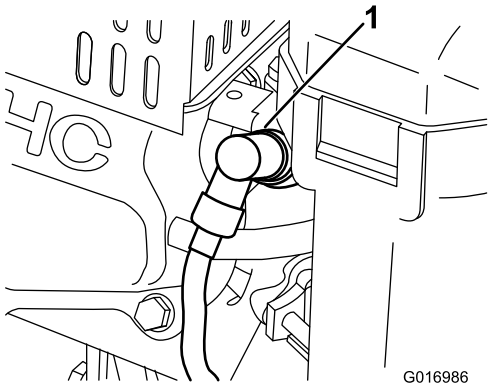

**Rysunek 26**
1. Wyciągnij moduł przewodu ze świecy zapłonowej (Rysunek 26).